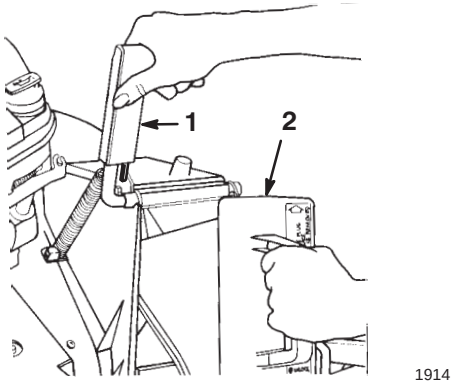

Figur 5
2. Öppna utkastarluckan genom att föra den bakåt (figur 5).
4. Vrid pluggen medsols en aning när du för in den (figur 5).